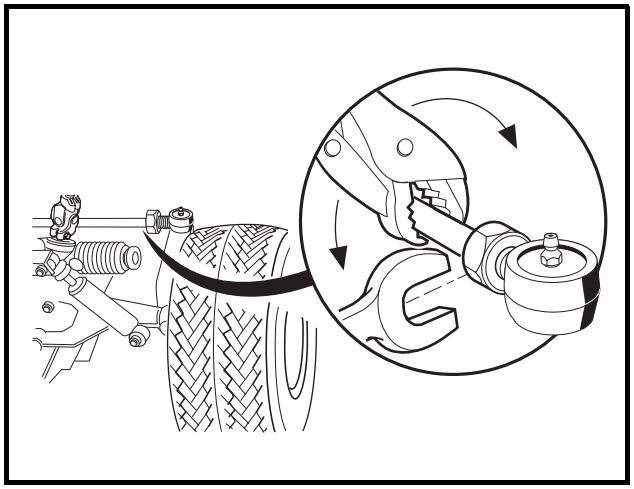

Figure 9-19 Adjust Toe-In
6. If adjustment is necessary, loosen the jam nut on each tie rod ball joint and rotate the tie rod to increase or decrease toe-in **(Figure 9-19, Page 9-15)**. **See following CAUTION.**